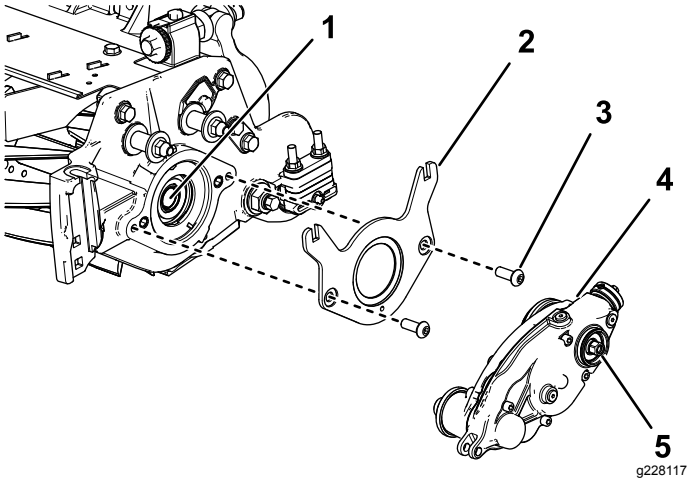

Figur 8
2. Fäst viktfästet vid cylindern med två sexkantsskruvar med runt huvud (⅜ x ¾ tum) enligt Figur 8.
3. Applicera en medelstark gängtätningsmassa (t.ex. Blue Loctite® 243) på den inre cylinderaxelns gängor (Figur 8).
4. Fäst trimmardrivningens låda på cylinderaxeln (Figur 8) med hjälp av sexkantsskruven på trimmardrivningens låda.